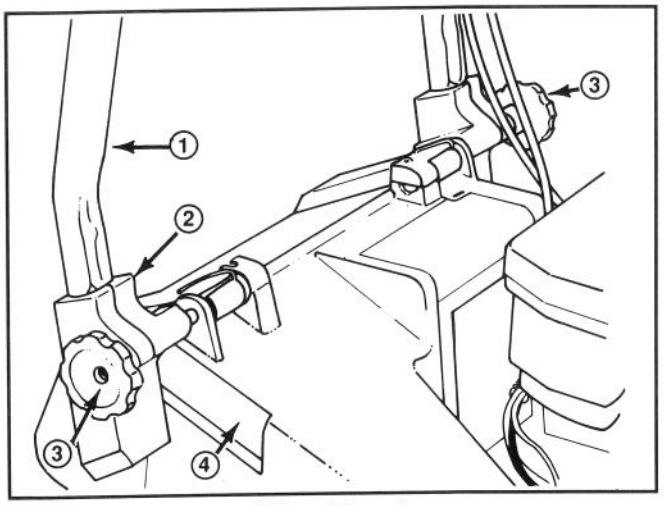
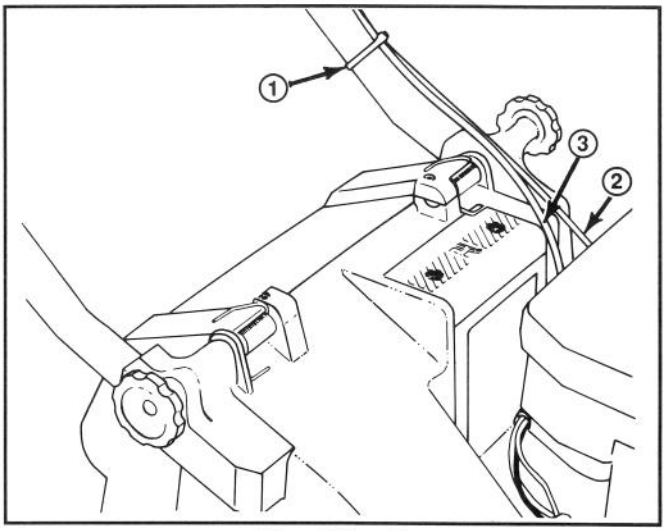

**Afbeelding 1**
**Afbeelding 2**
**1.** INSTALLEREN HENDEL— Knoppen op de bevestigingsbeugels losdraaien (Afb. 1).
**3.** Schuif de uiteinden van de hendel helemaal in de gaten op de bevestigingsbeugels (Afb. 1). Zorg ervoor dat de kabel van de gasklep en de aandrijving (zelfrijdend model) zich boven op de linker bevestigingsbeugel bevinden (Afb. 2).
**4.** Draai hendel en bevestigingsbeugels naar achteren totdat de uiteinden van de hendel zich veilig binnen de beugel bevinden (Afb. 2).